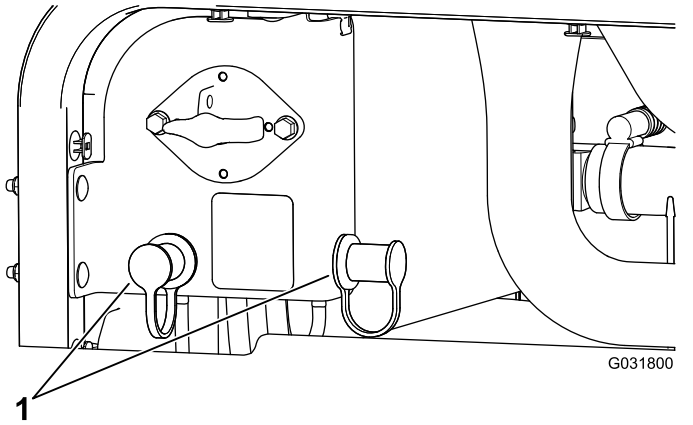

Bild 104
3. Nehmen Sie die Abdeckungen von den Starthilfepolen ab (Bild 104).